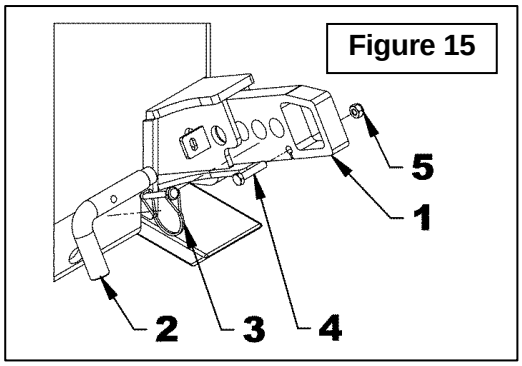

Figure 15
1. **Figure 15:** Retirer le boulon 5/16"NC x 1 1/2" et l'écrou à bague de nylon 5/16"NC (items 4-5).
2. **Figure 15:** Retirer la goupille de verrouillage ronde et la goupille en "L" (items 2-3).